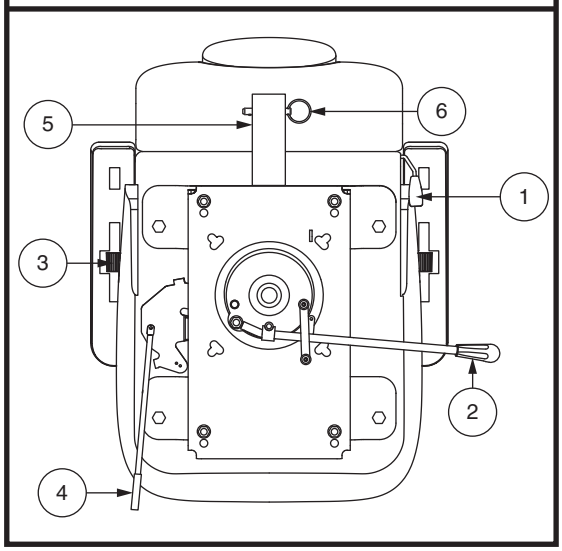

Figure 20. Réglage du siège
Si votre scooter est équipé d'un siège à dossier inclinable, vous pouvez changer l'inclinaison du dossier avec le levier de réglage du dossier. **Voir la figure 20.**
1. Tirer vers le haut l'avant le levier de rotation du siège afin de dégager le siège. **Voir la figure 20.**
Élevez ou abaissez l'inclinaison des accoudoirs en tournant la roulette de réglage sous l'accoudoir. **Voir la figure 20.**
1. Déplacez le levier coulissant du siège (situé sur le côté inférieur gauche du siège) vers l'extérieur. **Voir la figure 20.**
Le support d'accessoire monté à l'arrière vous permet d'attacher un accessoire personnel comme un panier, support pour marchette ou réservoir d'oxygène à l'arrière de votre scooter. Utiliser la goupille de verrouillage afin de bien fixer votre article au support d'accessoire. **Voir la figure 20.** Consultez votre détaillant autorisé pour plus de détails.